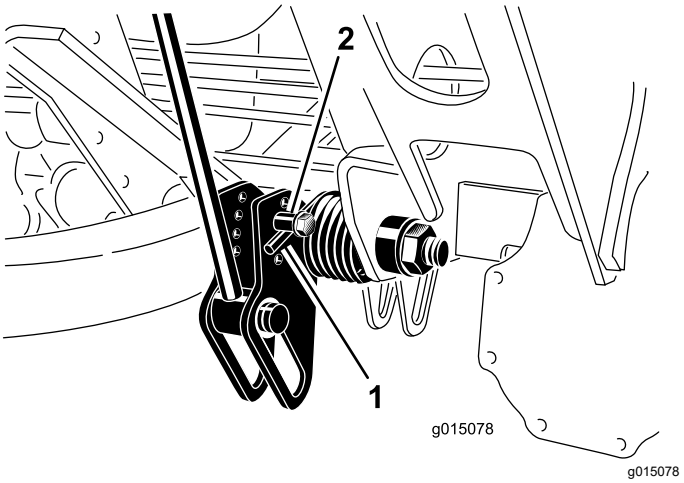

Рисунок 71
2. Наденьте на длинный конец пружины трубу или аналогичный предмет, чтобы снять натяжение пружины во время регулировки (Рисунок 71).
3. Ослабляя натяжение пружины, отверните болт и контргайку крепления пружинного привода к кронштейну (Рисунок 71).